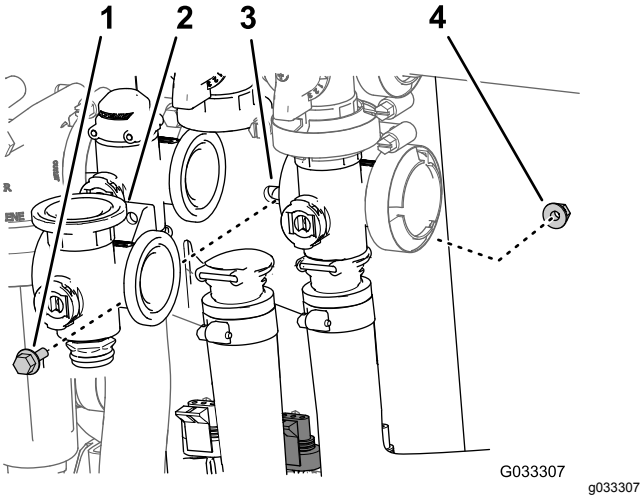

Figur 65
3. Fjern flenshodeskruen og den flensede låsemutteren som sikrer risteventilen til ventilfestet, og fjern ventilmanifoldet fra maskinen (Figur 65).